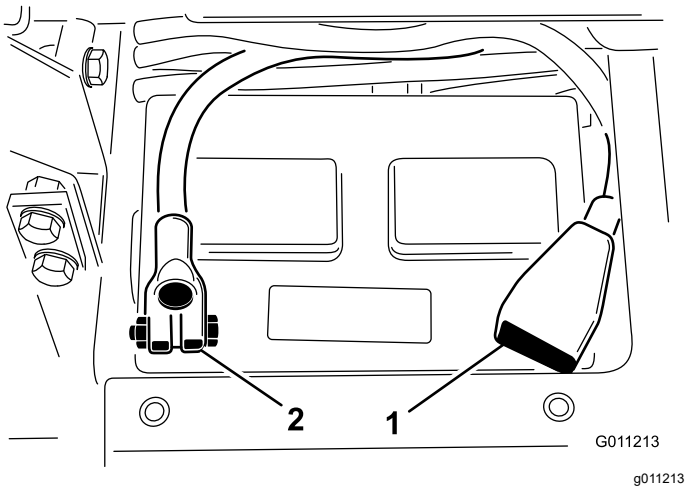

Figur 5
4. Monter den positive kabelen (rød) til den positive (+) batteriklemmen, og fest dem med T-bolt og mutter (Figur 5).
5. Monter den negative kabelen (svart) til den negative (–) batteriklemmen på batteriet, og fest dem med T-bolt og mutter (Figur 5).